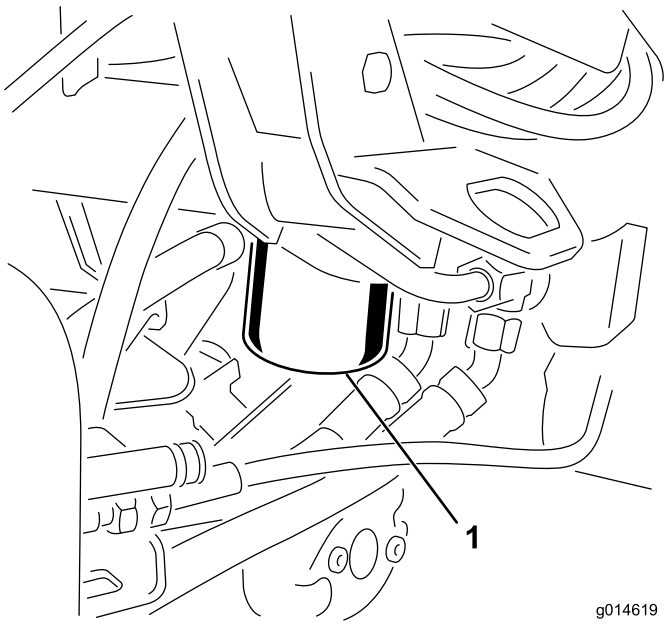

Figur 51
1. Rengør det område, hvor filteret monteres (Figur 51). Anbring en drænbakke under filteret, og afmonter filteret.